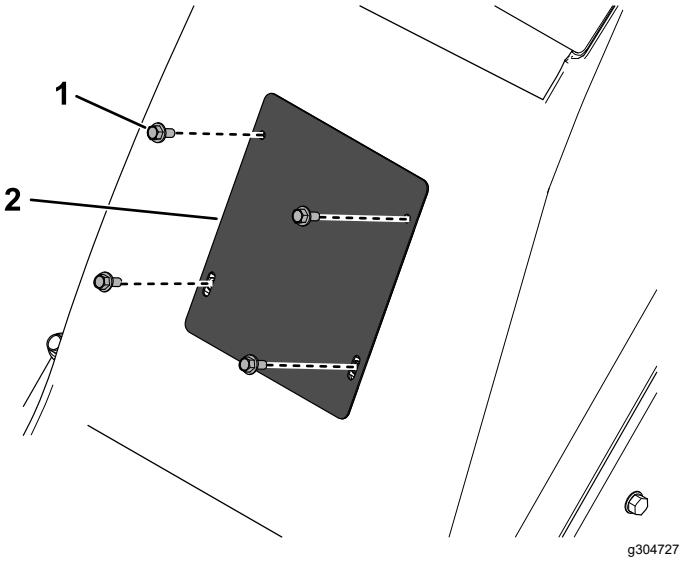

Rysunek 28
3. Wykręć cztery śruby mocujące przednią pokrywę i zdejmij ją (Rysunek 28).